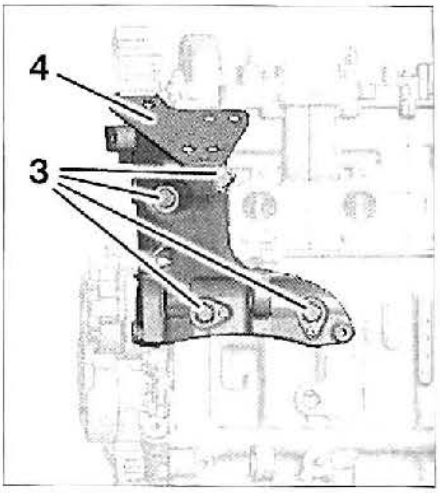

FIG. 46
- los tornillos (3) **(fig. 46).**
- el soporte multifunción (4).